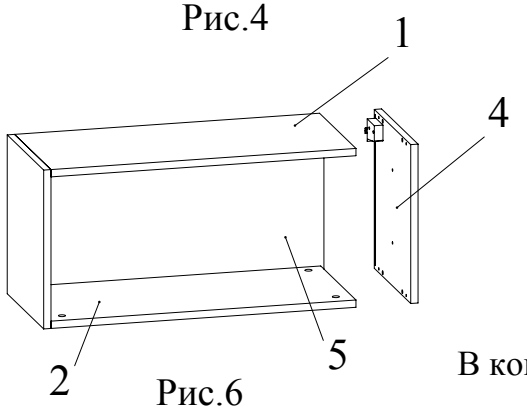

Рис.6
9. Установить боковину 4 на крышку 1 и дно 2 и зафиксировать, повернув конфирматным ключом головки минификсов по часовой стрелке до упора (Рис. 6).